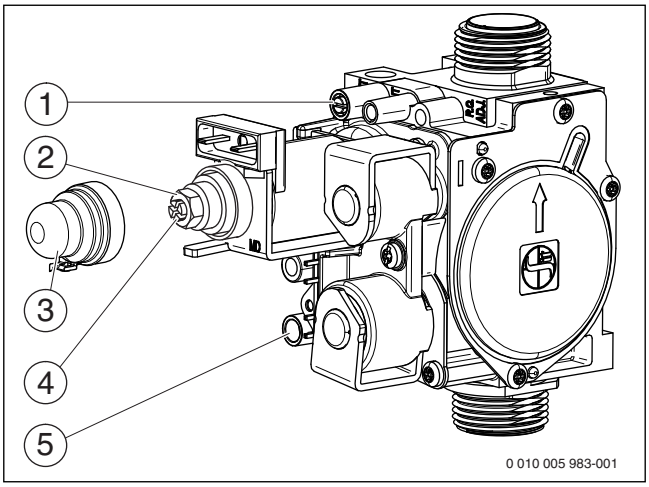

Рис. 32 Газовая арматура
- Отверните уплотнительный винт штуцера измерения давления на форсунках (рис. 32, [1]) и подсоедините U-образный манометр.
- Снимите крышку (рис. 32, [3]).
- Значение «max» давления (мбар) на форсунках приведено в таб. на стр. 45. Установите давление на форсунках регулировочным винтом максимального расхода газа (рис. 32, [2]). Поворот направо - больше газа, поворот налево - меньше газа.
- Значение «min» давления (мбар) на форсунках приведено в таб. на стр. 45. Установите давление на форсунках регулировочным винтом минимального расхода газа (рис. 32, [4]).
- Выключите котёл и закройте газовый кран, отсоедините U-образный манометр и заверните уплотнительный винт (рис. 32, [1]).
- Отверните уплотнительный винт на штуцере измерения подаваемого давления газа (рис. 32, [5]) и подсоедините манометр.
- Установите и опломбируйте крышку (рис. 32, [3]).